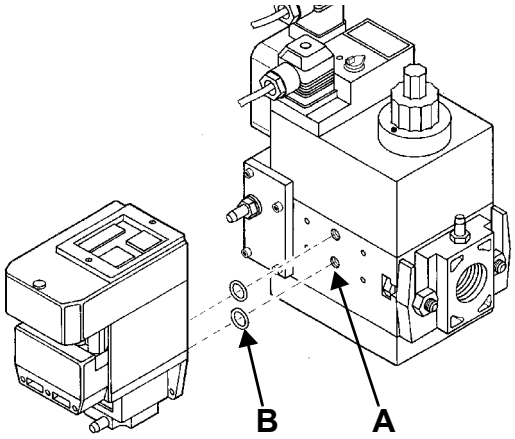
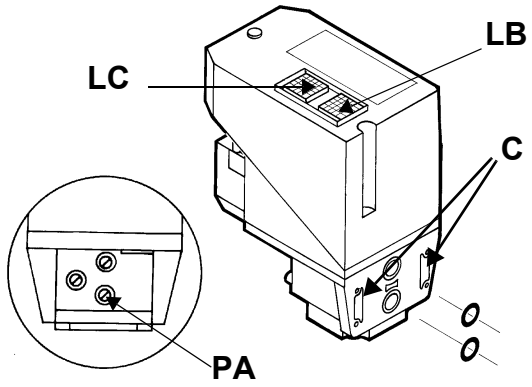

Рис. 6
Рис. 7
2). снять крепежные винты группы Multibloc (Рис. 6-A)
3). вставить уплотнительные кольца (10,5x2,25) в VPS 504 (Рис. 7-B, Рис. 6-B)
4). закрутить 4 винта блока контроля герметичности (M4x16) Рис. 6-C.
Для проверки работы, подсоедините манометр к штуцеру для отбора давления **PA** (Рис. 7). Если проверка завершилась положительно, через несколько секунд зажигается жёлтая лампочка **LC.** В противном случае загорается красная лампочка блокировки **LB**. Чтобы перезапустить горелку, необходимо разблокировать блок управления нажатием на светящуюся кнопку **LB.**